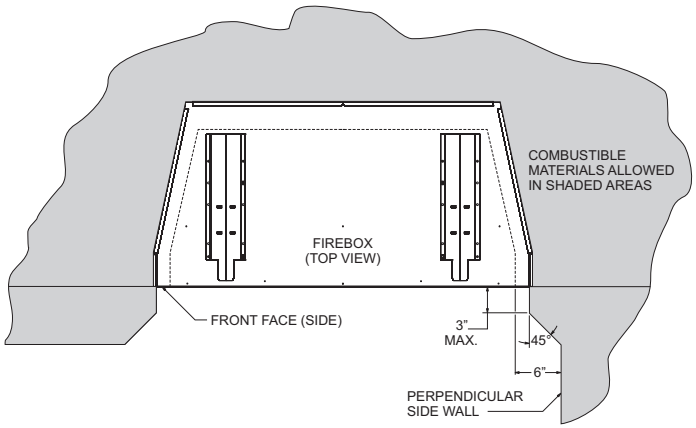

**Figure 1**
**Sidewall Clearances:** The clearance from the inside of the firebox to perpendicular combustible side wall should not be less than 6". **See Figure 1.**